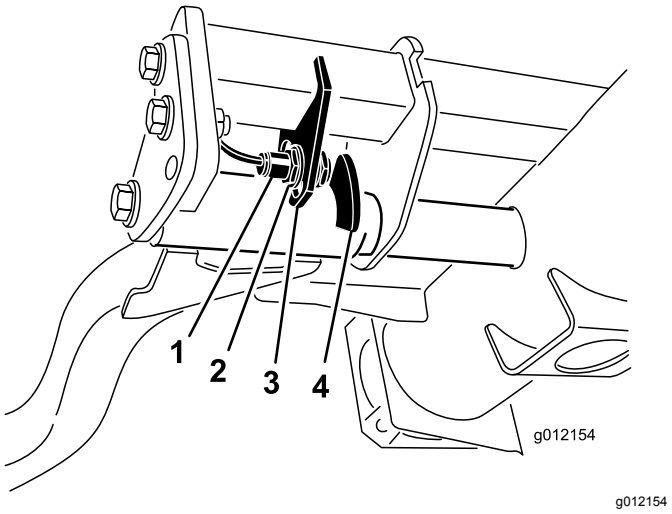

Figur 35
2. Lyftarmsbrytaren sitter under hydraultanken, bakom den främre, högra lyftarmen (Figur 35).
3. Lossa brytarens fästskruvar och flytta ned brytaren för att öka lyftarmens vändhöjd, eller flytta upp den för att minska vändhöjden (Figur 35).